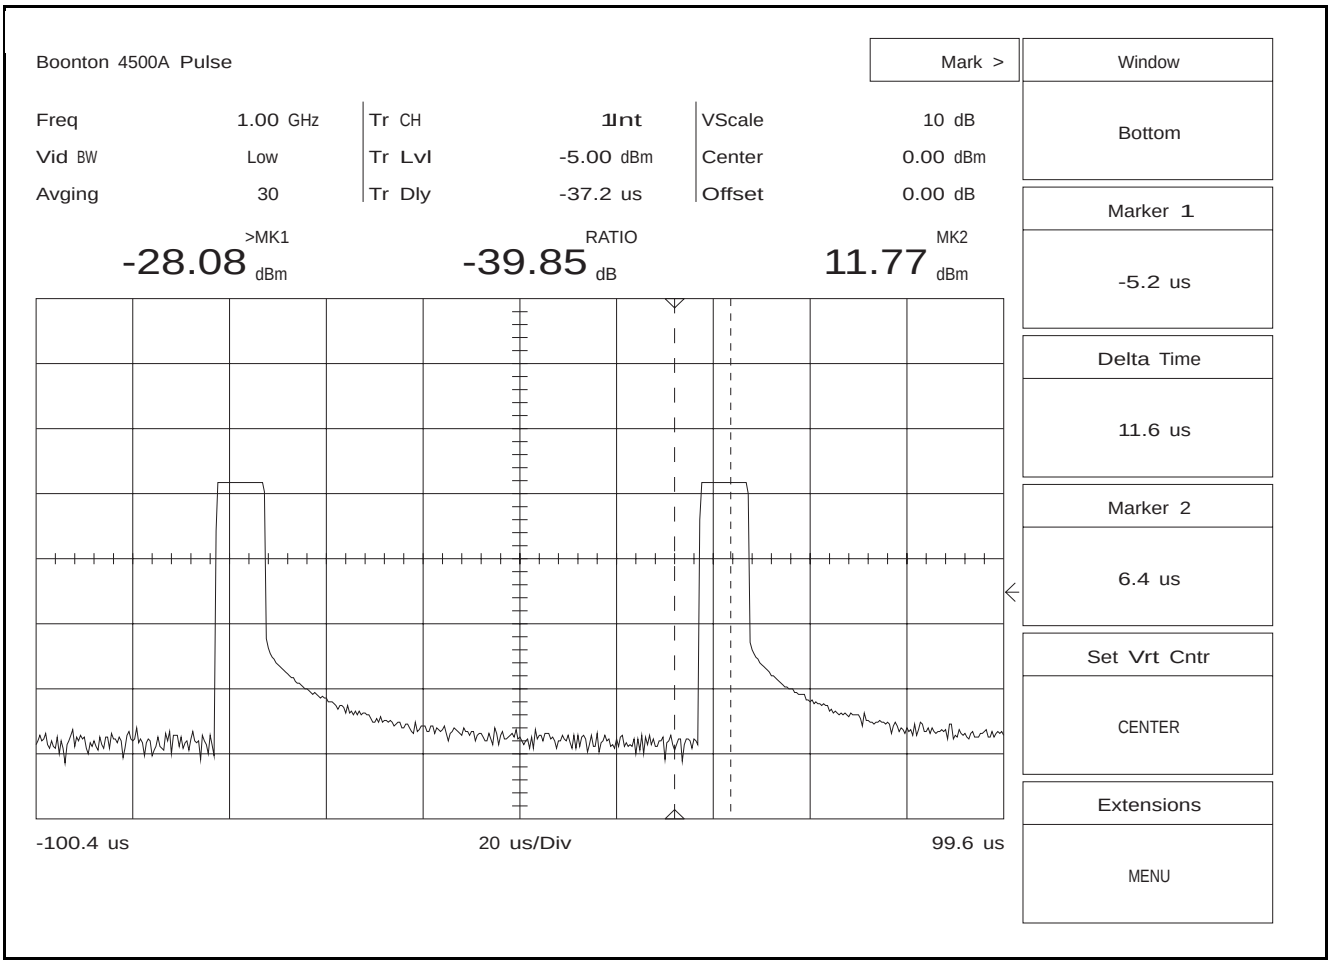

Figure B-1. Sample Output Plot
The Model 4400A/4500A outputs data to a plotter, printer, or an IBM-compatible personal computer (PC) through the Serial 1 connector on the rear panel. Table B-1 lists the appropriate interface cables for the available plotters and IBM-compatibles. Figure B-1 illustrates the pin connections for the DB9/DB25 cable used with the plotters listed in Table B-1. The DB9/DB9 cable used to connect the Model 4400A/4500A to a PC is wired on a "straight through" ("pin-for-pin") basis.
Figure B-1 is a sample output plot from the Model 4500A.